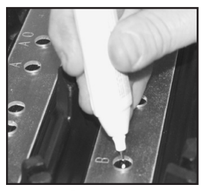

Figure 1
1. Mark the stud pattern on the entire track. Follow the directions on the Woody's® template (if directions are not available, download them from our website or contact us for a faxed or mailed copy) and use a Woody's® Track Marker to indicate the pattern you have chosen on your track. (figure 1) **Note: When using Angled Digger® support plates follow the directions provided in the package. You need to adjust the hole locations for proper installation.**
1. Marquez le motif de crampons sur toute la chenille. Suivez les instructions d'un modèle Woody's® (si les instructions du modèle ne sont pas disponibles, téléchargez-les à partir de notre site Web ou communiquez avec nous pour les recevoir par télécopieur ou par courrier) et utilisez un marqueur de chenille Woody's® afin de transférer le motif choisi sur votre chenille. (figure 1). **Note : Si vous utilisez des plaques de soutien Angled Digger®, lisez les instructions spéciales fournies. Vous devez ajuster l'emplacement des trous pour assurer une installation adéquate.**